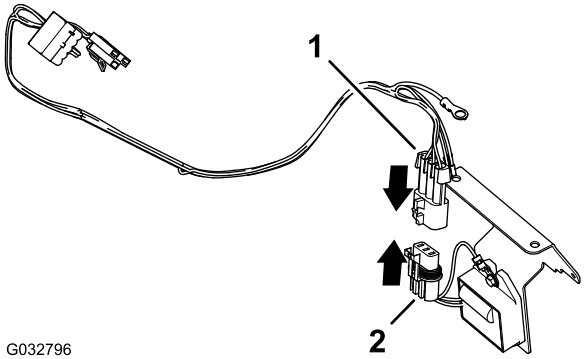

Figura 5
4. Conecte el conector de tres pines al arnés de cables con el conector de tres receptáculos del regulador de tensión (Figura 5).